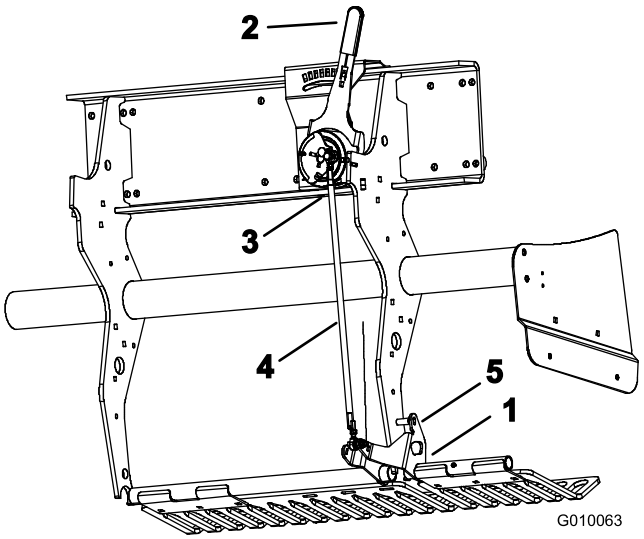

Figur 58
1. Drei festebraketten til venstre verneplaten (Figur 58) opp til en låsestift (5/16 borestang eller hodeskrue) kan føres inn mellom braketten og dybdeinnstillingsrøret som er sveiset på rammen.
2. Flytt pipedybdespaken (Figur 58) til H-innstillingen (dypest).
3. Koble utenbords kulebryteren (Figur 58) fra ledningsfastspenneren (hode lavt-bryteren).
4. Løsne låsemutterne (venstre og høyre) på dybdejusteringens parallellstag (Figur 58).